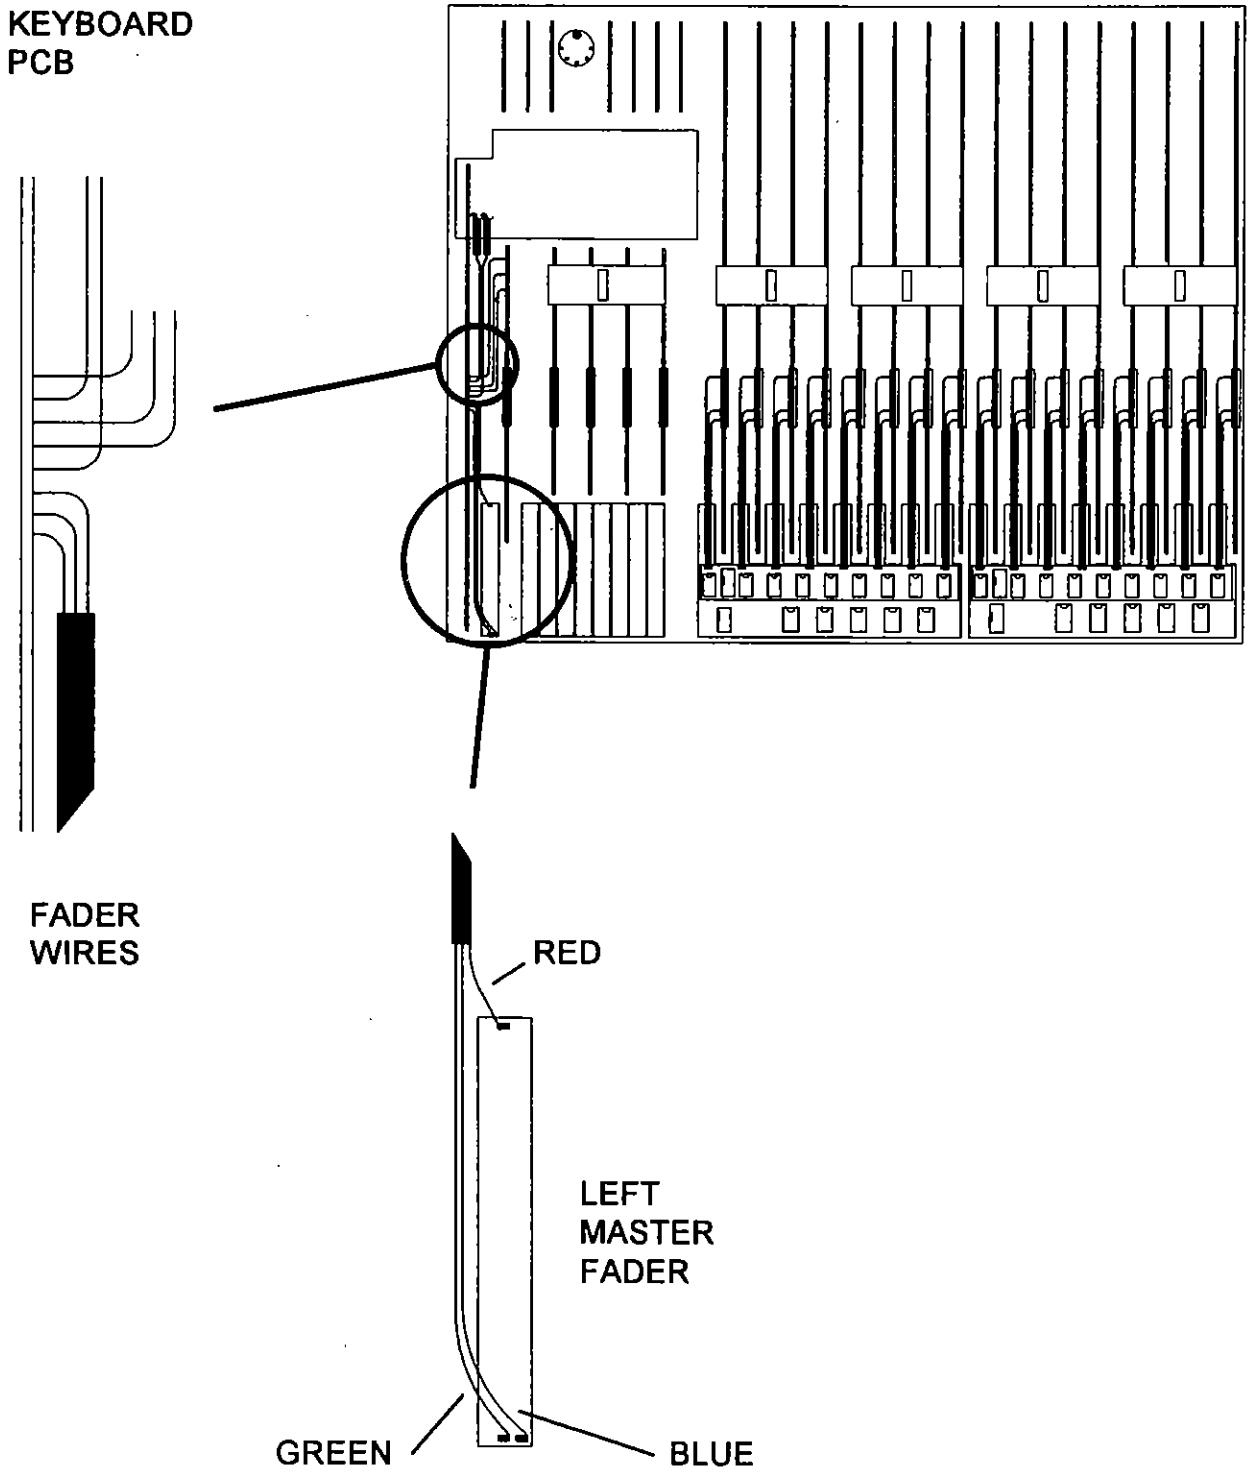

Fig. 11a.
1. Unpack the Keyboard PCB (PCB No: AG0332) in the kit, and place along side the Master PCB. Solder the longer Red, Green & Blue fader wires from the Keyboard PCB to the left Master fader as shown, *see Fig 11a.*